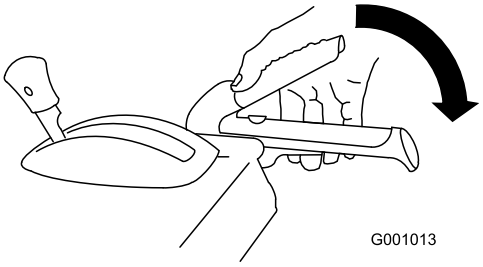

Рисунок 31
1. Для включения привода шнека/крыльчатки прижмите правый рычаг (шнека/крыльчатки) к рукоятке (Рисунок 31).